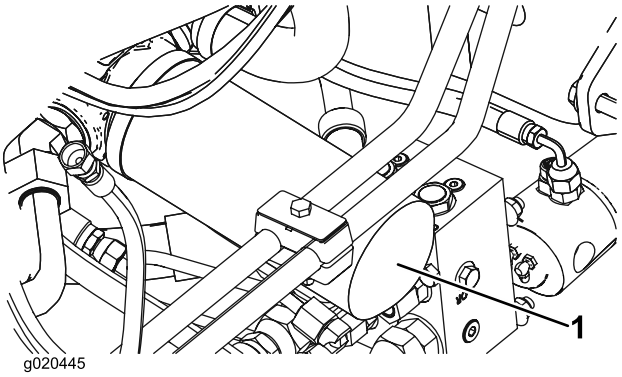

Figuur 69
2. Reinig de omgeving van de plaats waar het filter wordt gemonteerd. Plaats een opvangbak onder het filter en verwijder het filter (Figuur 69).